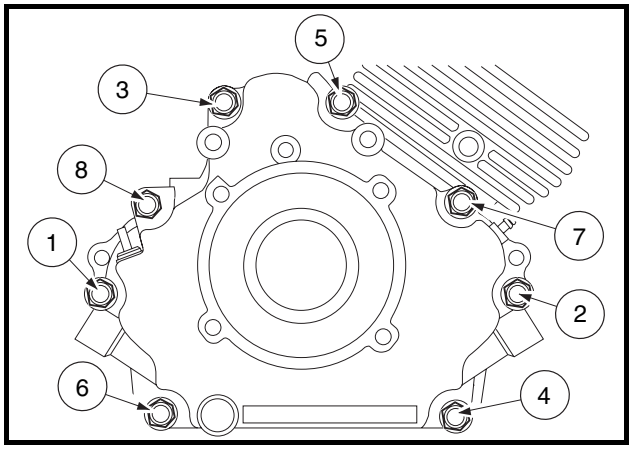

Figure 13-7 Crankcase Cover Installation
3. Install and finger tighten evenly the eight cover mounting bolts **(Figure 13-7, Page 13-7)**.